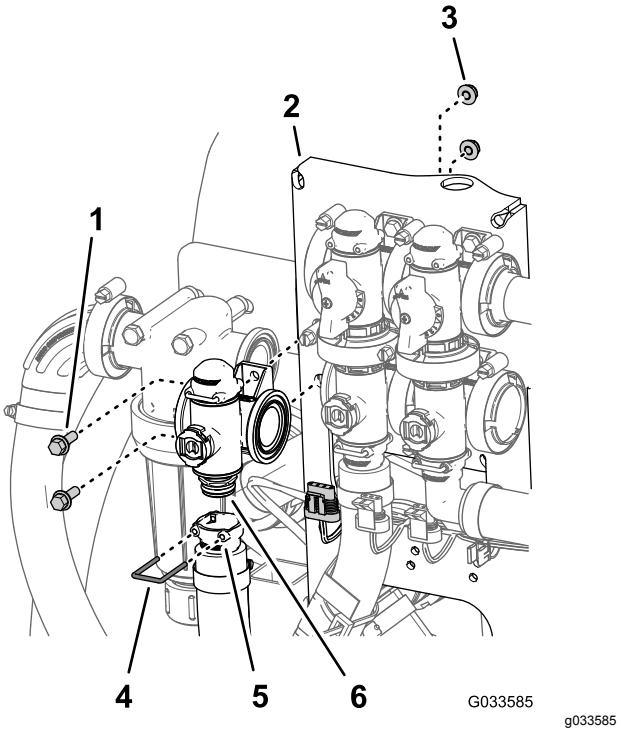

**Figur 114**
2. Fjern holderen som fester uttaksnippelen til manifoldkoblingen for mengderegulatorventilen (Figur 114).
3. Fjern de to flenshodeboltene (¼ x ¾ tomme) og de to flenslåsemutterne (¼ tomme) som fester mengderegulatorventilen til ventilfestet, og fjern ventilmanifolden fra maskinen (Figur 114).